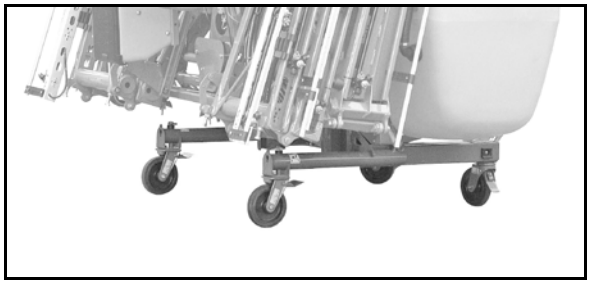

图 8
- 防止支起的喷杆式喷杆式喷雾机翻倒的左侧和右侧支撑装置（图 8）